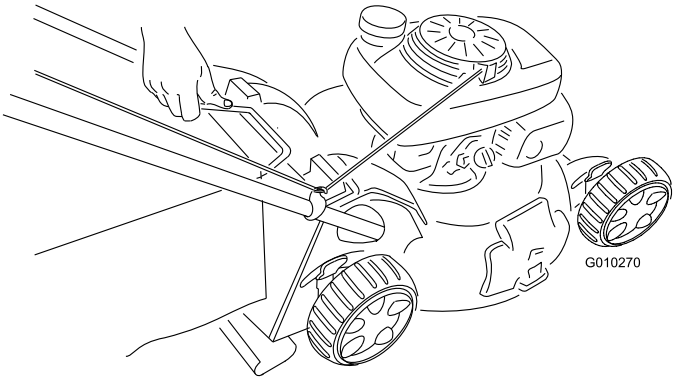

Figur 29
2. Lyft ut gräsuppsamlarens handtag ur skårorna längst upp på klipparen, och ta bort uppsamlaren från klipparen (Figur 29).